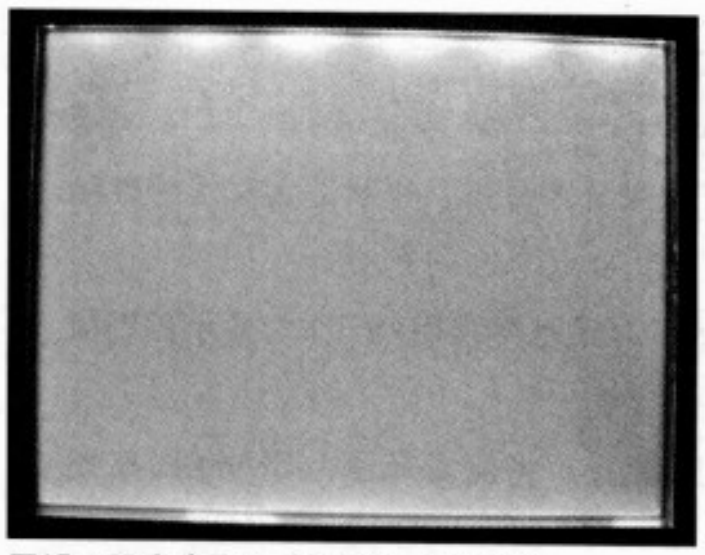
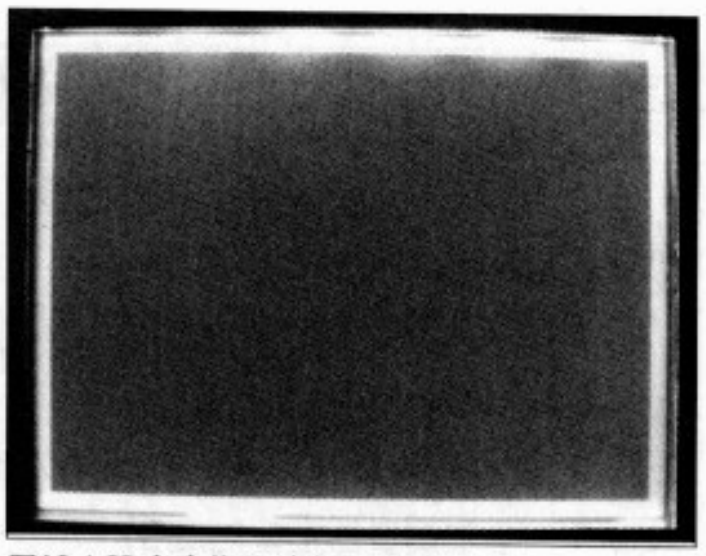

图17 LCD亮度偏置过低导致“无显示”
图18 LCD亮度偏置过高导致“黑屏”
2. 在电路焊接完毕后，将程序分别写入两片单片机，接上显示器通电，一般显示器只会背光亮而无显示，或显示全黑点（如图17和图18所示），这是因为显示器的显示偏置电压不正常，要通过调节LCD转接板上的电位器，慢慢旋转电位器的螺口直到LCD显示正常，正常的显示应该为实测波形图那样。